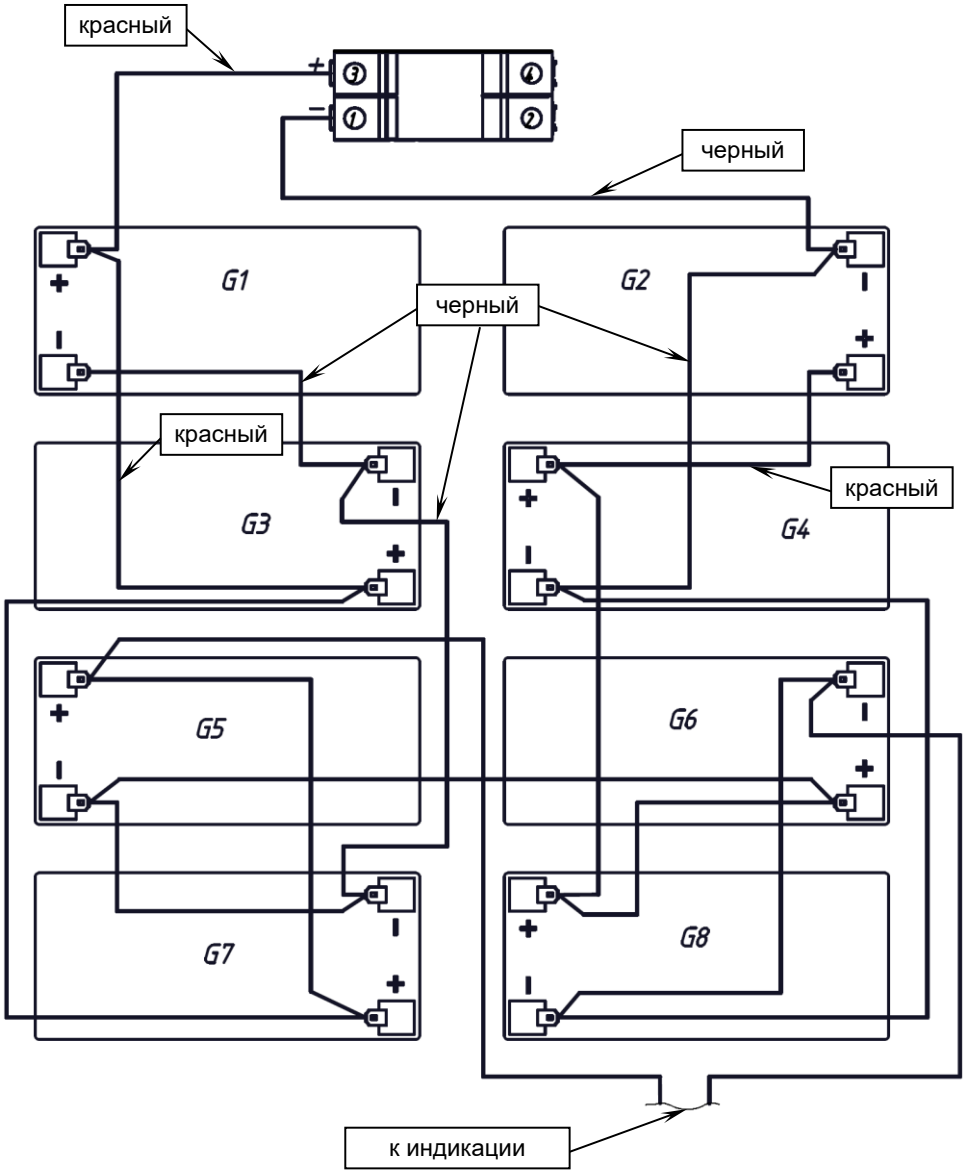

Рисунок 7 — Схема соединений аккумуляторных батарей
- установите новые АКБ и подключите к их клеммам перемычки АКБ в соответствии со схемой соединений (см. рисунок 7), строго соблюдая полярность;